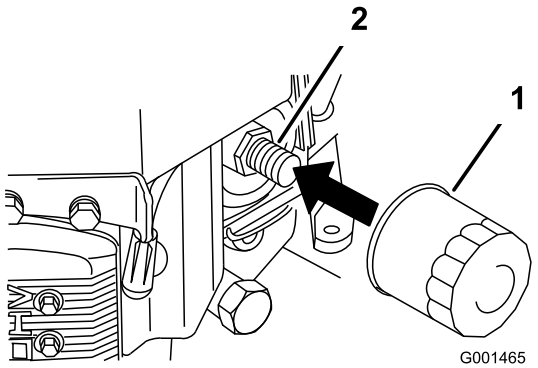

Figur 25
2. Ta bort det gamla filtret (Figur 25).
3. Stryk på ett tunt lager ny olja på utbytesfiltrets gummipackning (Figur 25).
4. Montera det nya oljefiltret i filteradaptern, vrid oljefiltret medurs tills dess att gummipackningen vidrör filteradaptern och skruva sedan åt filtret ytterligare 3/4 varv (Figur 25).